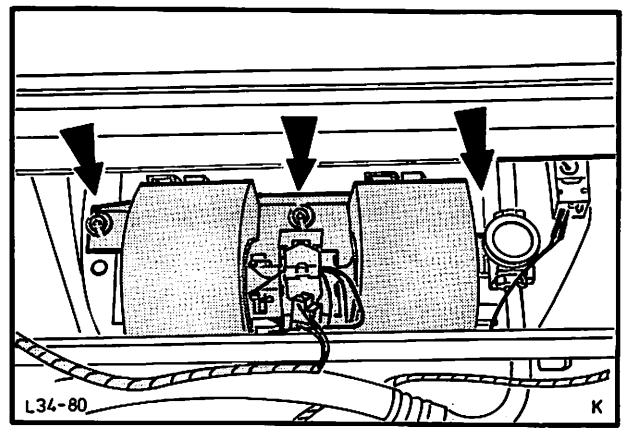

Abb. 46 Gebläse einbauen
11. Gebläse einbauen (3 Muttern) und Kabel anschließen, Abb. 46.